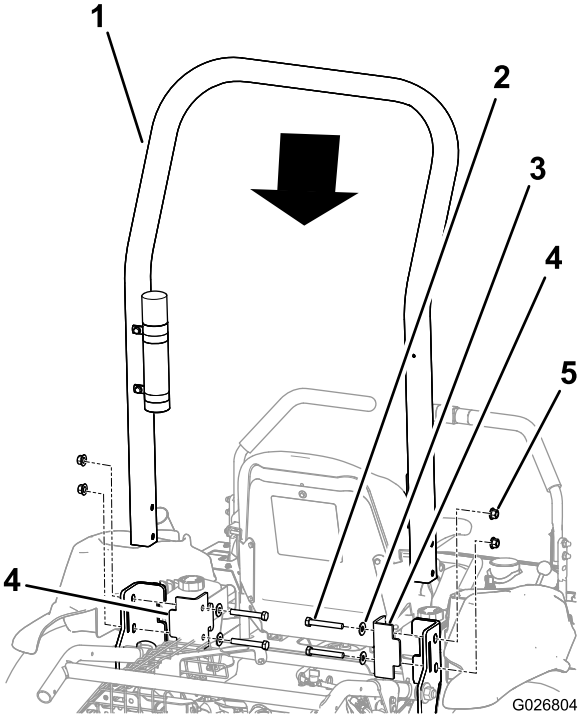

**Figur 6**
2. Sätt vältskyddet på maskinen enligt Figur 6.